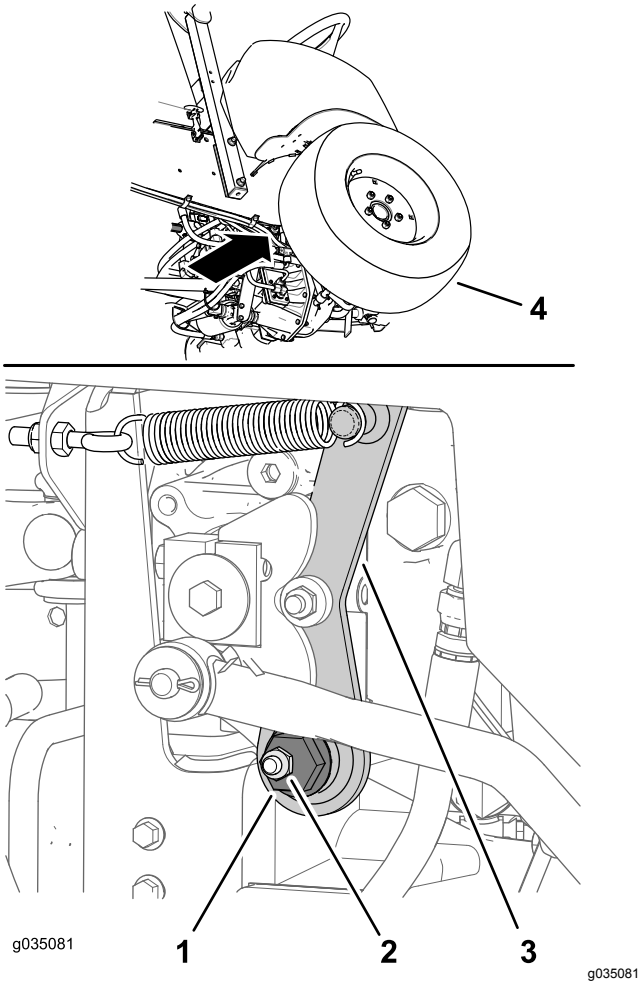

**Figur 67**
1. Find den excentriske sekskantskrue til højre på hydraulikpumpen og under kontrolkonsollen (Figur 67).
2. Løsn låsemøtrikken, indtil du kan bevæge den excentriske sekskantskrue (Figur 67).
4. Drej den excentriske sekskantskrue mod uret, indtil forhjulet begynder at dreje fremad. Drej derefter den excentriske sekskantskrue med uret, indtil forhjulet begynder at dreje bagud (Figur 67).